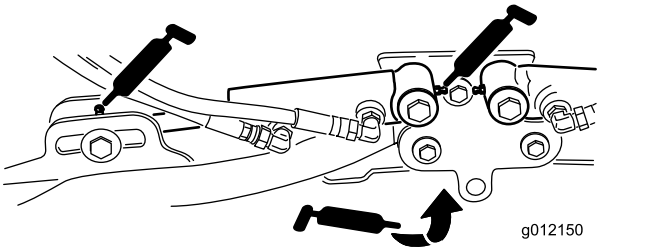

Figur 39
- Løftearmssylindere for klippeenheten (2 hver) (Figur 39)
- Løftearmsdreietapper (1 hver) (Figur 39)